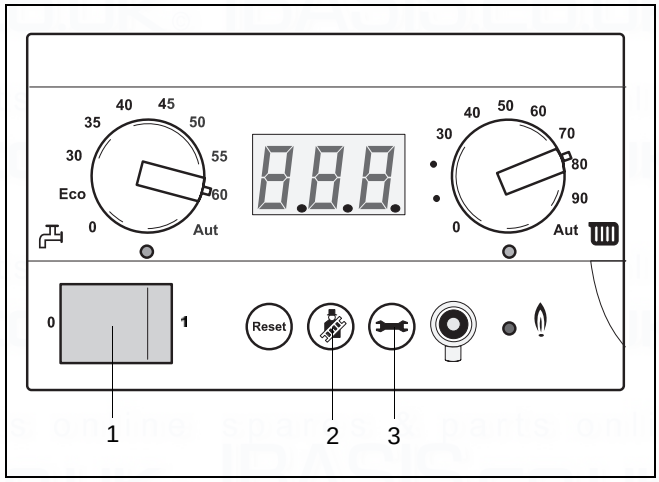

fig. 43 Press the chimney sweep button
- Take the boiler out of service by pressing the mains switch (→ fig. 43, item 1) to "**0**".
- Set the mains switch (→ fig. 43, item 1) to "**1**".
- Create a heat demand by pressing the chimney sweep button (→ fig. 43, item 2), until a LED is visible in the lower right hand corner (chimney sweep mode).
- Turn the mains power switch to "**0**" (→ fig. 43, item 1).
- Set mains power switch to "**1**" (→ fig. 43, item 1).
- Set the mains power switch to "**0**" (→ fig. 43, item 1).
- Set the mains power switch to "**1**" (→ fig. 43, item 1).